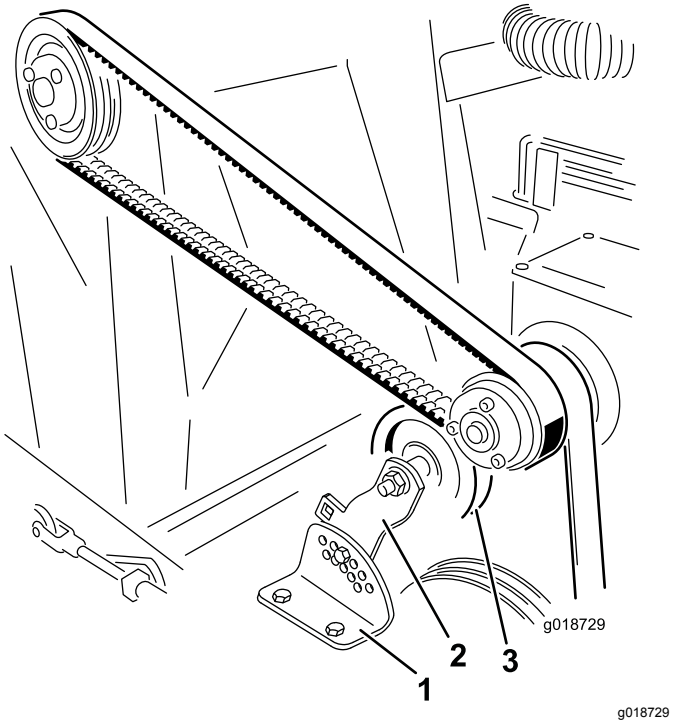

Figure 23
2. Retirez l'écrou et le boulon qui fixent la poulie de tension au support de réglage de la tension (Figure 23).